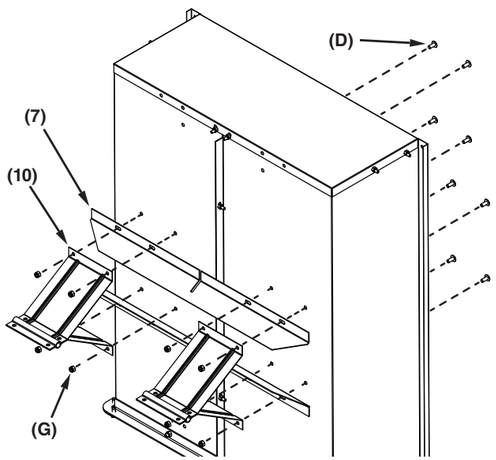

Figure 10
STEP 10 (SEE FIGURE 10): Attach the bed supports (7) to the cart and attach the wheel supports (10) to the bed supports (7) using eight 5/16" x 3/4" truss head bolts (D) and 5/16" nylock nuts (G). Tighten hardware.